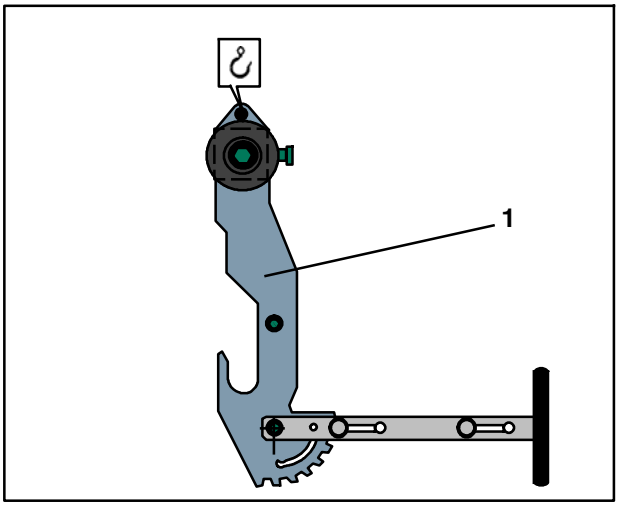

Fig. 155 Dispositif de suspension
1. Accrocher l'éclisse d'accrochage du dispositif de suspension (Fig. 155/1) au crochet de la grue d'atelier.
2. Contrôler si le dispositif de suspension (Fig. 155/1) est suspendu à l'horizontale, si non, le suspendre d'abord à l'horizontale - pour l'utilisation du dispositif de suspension, voir les instructions d'utilisation de ce dernier.